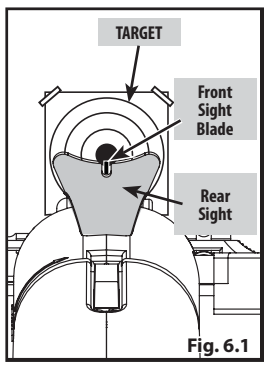

Fig. 6.1
3. The air rifle is correctly aimed when the front sight blade is positioned exactly in the center of the notch of the rear sight. The bulls-eye should appear to rest on the top of the front sight (Fig. 6.1)